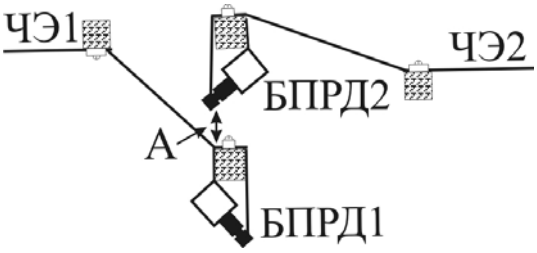
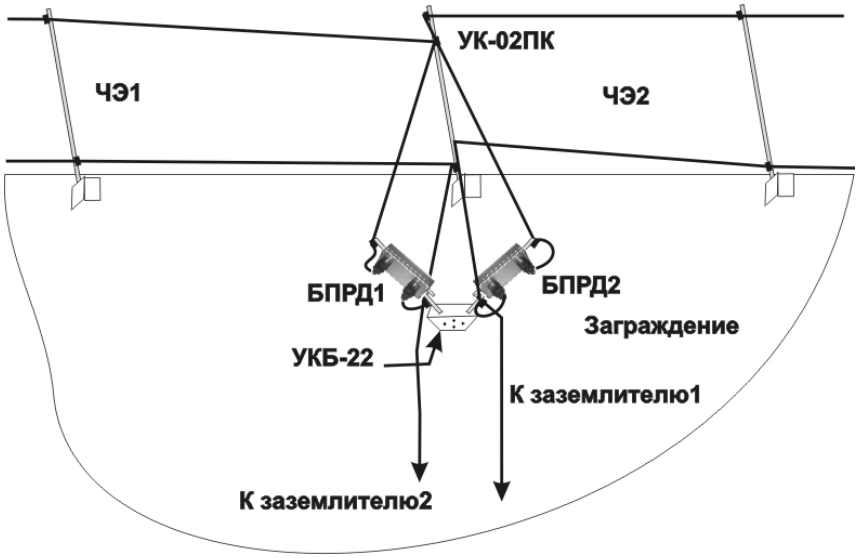

Рис. 10.7
Рис. 10.10
10.1.5 При последовательной установке нескольких извещателей учесть вышеизложенные рекомендации. При установке рядом расположенных БПРД, обеспечить минимальные электромагнитные связи между проводами и заземлителями смежных ЧЭ соседних извещателей. Существуют как минимум два способа размещения на заграждении конечных консолей с установленными на них БПРД смежных извещателей. На рис. 10.7, 10.8 изображен вид на торцевые поверхности конечных консолей. Расстояние А между ними должно быть не менее 200…300 мм. ЧЭ1 и ЧЭ2 не должны иметь параллельных или пересекающихся участков и, как следствие, иметь минимальные электромагнитные взаимосвязи (рис. 10.9а,б). Наиболее предпочтительным является крепление блоков БПРМ и БПРД на заграждение с помощью УКБ-22
(рис.10.10). При параллельной установке, расстояния между ЧЭ должно быть не менее удвоенного расстояния между ВП и НП. Все БПРД соединяются с собственными заземлителями, располагаемыми в земле не ближе 500 мм друг от друга. Заземляющие проводники прокладывается не параллельно друг другу вниз по консоли и далее по поверхности заграждения (стены) до собственного заземлителя. В качестве заземляющего проводника использовать изолированный провод диаметром не менее 0,5 мм. К рядом расположенным БПРМ смежных участков не предъявляется жестких требований, при условии их подключения к одному БПУ. При этом данные БПРМ можно устанавливать в соответствии с рис. 10.7…рис. 10.10 и заземлить на общий заземлитель. В отличие от БПРД, БПРМ можно не соединять с заземлителем отдельным проводом, т. к. заземляющим проводником служит экранирующая лента кабеля связи с БПУ, которая и соединяется с заземлителем через БПУ. БПУ при этом необходимо устанавливать под или около (в проекции на землю не далее 0,5 м) БПРМ, чтобы обеспечить кратчайшие связи от БПРМ до заземлителя. Кабель связи проложить по консоли и далее по поверхности заграждения (стены) до БПУ.